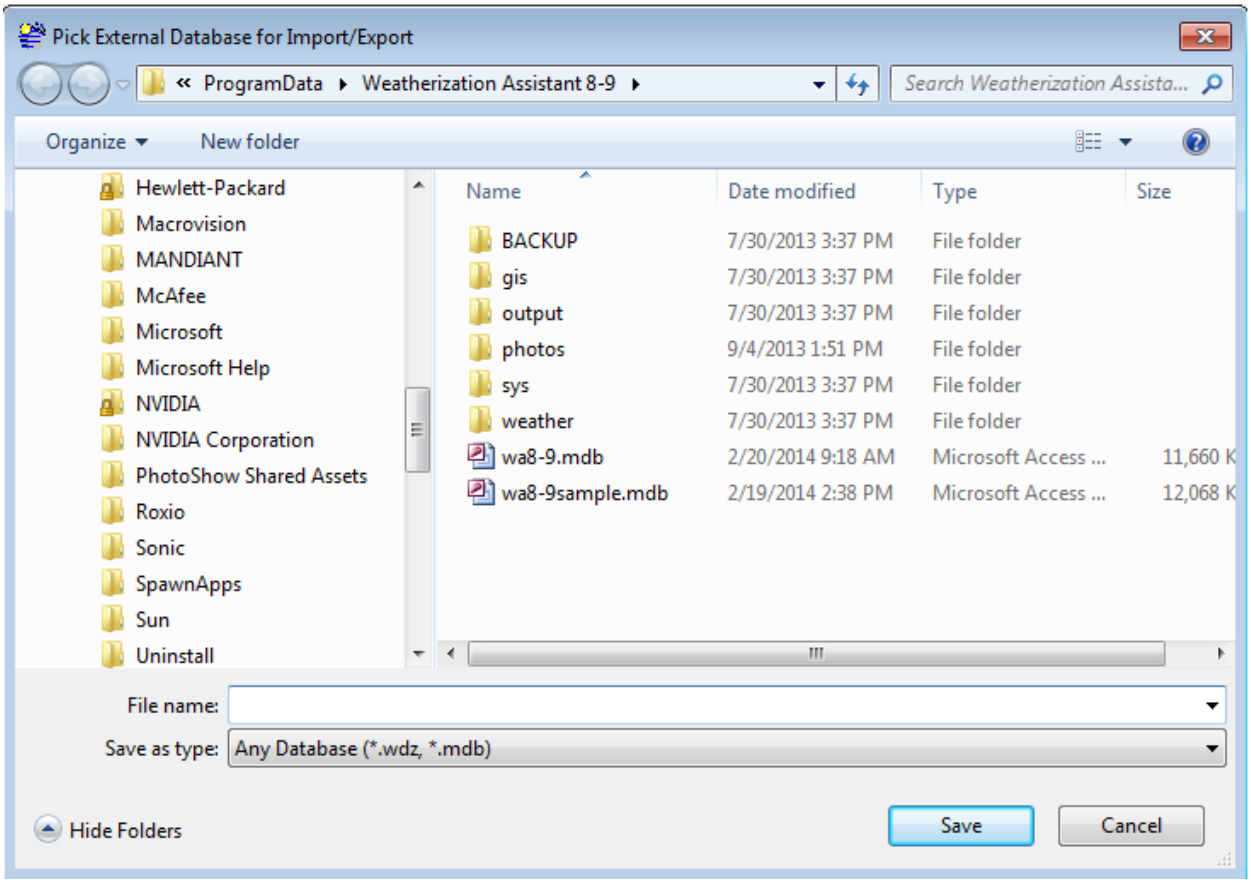

Figure 17.6. The Pick External Database for Import/Export window.
- **External Database Path** [drop-down list and “Browse” button] – To import clients to your database from another MS Access database, you must first locate the database file containing the clients you wish to import. If you have imported or exported clients previously, the database files you used will be displayed in the “External Database Path” drop-down list at the top of the right half of the “Transfer CLIENTS between databases” form. You may select one of these previously accessed files to use again on this occasion. Otherwise, select the “Browse” button to the right of this drop-down list. This will take you to the “Pick External Database for Import/Export” window, a standard Windows Operating System browse window, an example of which is shown in Figure 17.6.
- **Browse** – If the file you wish to use for exporting is not in the “External Database Path” drop-down list, or you wish to create a new database file to export clients to, select the “Browse” button to the right of the “External Database Path” drop-down list. This will take you to the “Pick External Database for Import/Export” window, a standard Windows Operating System browse window (see Figure 17.6 for an example). If you plan to export clients to a database file that already exists but did not find in the “External Database Path” drop-down list, follow the directions in the paragraph below Figure 17.6
If you are creating a new database file, use the portion of these same directions below Figure 17.6 to designate the location on your computer where you wish to have the new file placed. One option might be your "Desktop." Enter the name you wish assigned to this new database in the "File name" field at the bottom of the window. Then choose the type of database file you wish to create, either a standard "mdb" database file or a zipped "wdz" file, using the "Save as type:" drop-down list at the bottom of the form. Either ".wdz" or ".mdb" will be appended to the file name you entered in the File name field, depending on your choice. The "wdz" files are compressed to about one tenth the size of the standard file. They are also automatically encrypted to allow safe transport of confidential client information over public media. Next, click on the "Save" button to indicate your selection is complete. If the database file did not exist previously, you will receive a notice stating this and that the program is "Creating a database file so you can copy jobs to that database." You will then be taken back to the "Transfer CLIENTS between databases" form.
Follow the directions in the paragraph below Figure 17.6 to locate and select the "zip" file from which you wish to import, using the "Open" button to conclude your choice. Only one file of type "zip" can be imported at a time.